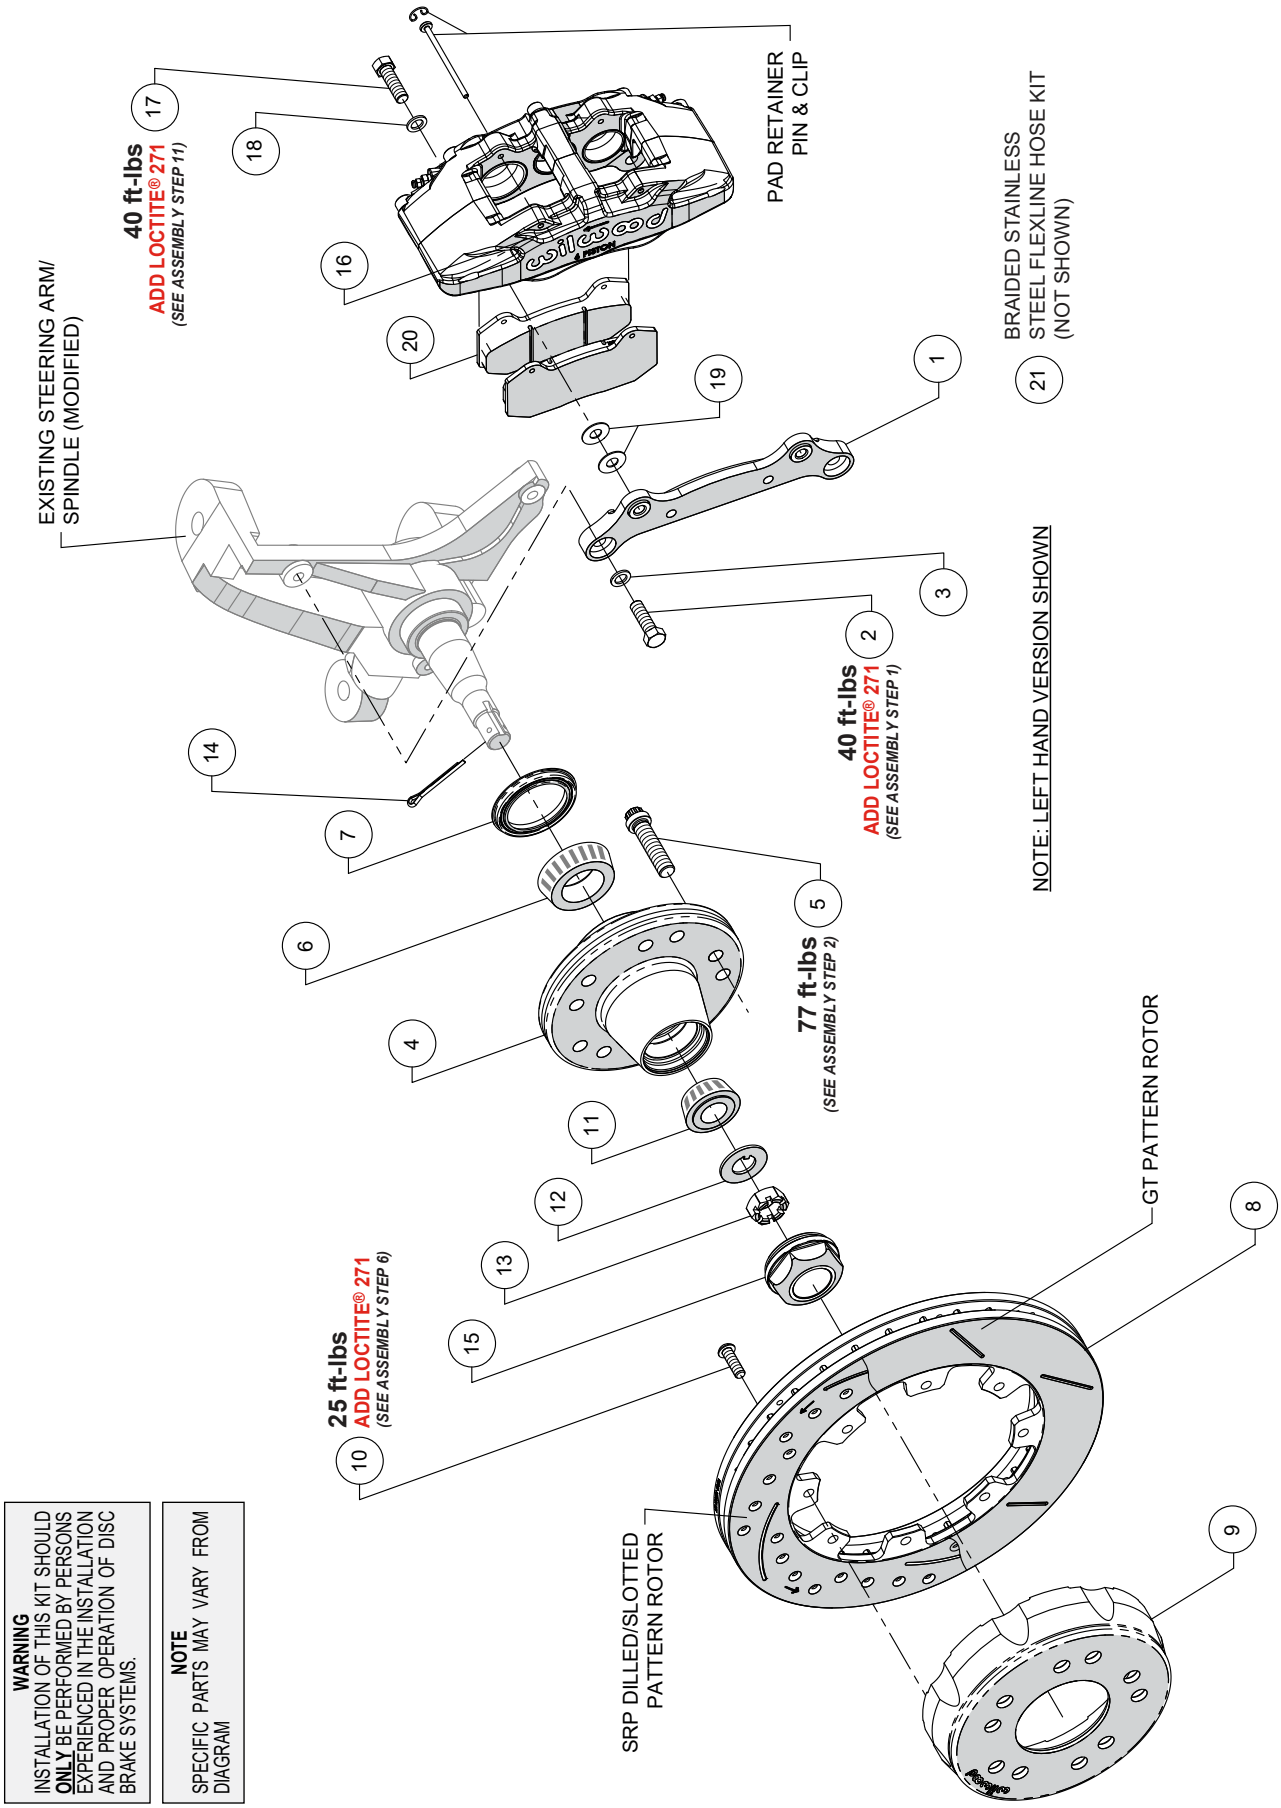

Figure 1. Typical Installation Configuration
These modifications should be performed by a qualified machinist. Refer to Figure 1 as necessary (numbers in parenthesis refer to the parts list on page four). Only one view of the steering arm/ spindle is shown, but the modifications need to be performed on both steering arm/spindles.
NOTE: *Numbers in parenthesis refer to the parts list on the preceding page and Figure 1.*
STEP 1 Orient the caliper mounting flat bracket (1) as shown in Figure 1 and install using bolts (2) and washers (3), Photo 1. ***NOTE:*** *The bracket must fit squarely against the mount bosses on the upright.* Inspect for interference from casting irregularities, machining ridges, burrs, etc. After the bracket fitment has been checked, remove the bracket mounting bolts (2) one at a time, apply red *Loctite*® 271 to the threads and torque to value shown in Figure 1.
STEP 2 Install five new wheel studs (5) into the hub (4), Figure 1, Photo 2 and torque to value shown in Figure 1. ***NOTE:*** *There are two five lug patterns in the hub (5 x 4.75 and 5 x 5.00).* Make sure of the correct hole pattern for the correct wheel application before installing studs into hub.
STEP 3 Pack the large inner bearing cone (6) Photo 3, with high temperature disc brake bearing grease (available from your local auto parts store) and install into the backside of the hub (4).
STEP 4 Install the grease seal (7) by pressing into the backside of the hub (4), Photo 4.
STEP 5 Pack the small outer bearing cone (11) with high temperature disc brake bearing grease and install into front side of the hub (4). Slide the hub assembly onto the spindle. Secure using spindle washer (12) and spindle nut (13), Photo 5. Adjust bearings per OEM specifications. Install cotter pin (14).
STEP 6 Install dust cap (15) into the hub (4), Figure 1 and Photo 6. Friction created by the o-ring on the dust cap, keeps it from unscrewing.
STEP 7 Orient the rotor (8) and the hat (9) as shown in Figure 1 and Photo 7. Attach rotor to hat using bolts (10). Apply red *Loctite*® 271 to the bolt threads and torque to value shown in Figure 1 using a criss-cross pattern.
STEP 9 ***NOTE:*** *This kit contains distinct right and left hand calipers that must be mounted in a specific direction, as described below.* Mount the caliper (16) onto the caliper mounting bracket (1) using bolts (17) and washers (18), as shown in Figure 1. Initially place two .035" thick shims (19) on each bolt between the caliper and the bracket, Photo 9. Ensure that the caliper is mounted so that the largest pistons are at the rotor exit end of the caliper, in relation to the direction of forward rotor rotation. Temporarily tighten the mounting bolts (17) and view the rotor (8) through the top opening of the caliper. The rotor should be centered in the caliper, Photo 10. If not, adjust by adding or subtracting shims (19) between the bracket and the caliper. Always use the same amount of shims
STEP 10 Remove the two pad retaining pins from the caliper, Figure 1, by carefully popping out the pin retaining clips and sliding out the pad retainer pins. Insert the brake pads (20) into the caliper from the bottom, Figure 1 and Photo 11, with the friction material facing the rotor. Secure the brake pads in place with the pad retaining pins and clips, Photo 12.
STEP 11 Reinstall the caliper onto the caliper mounting bracket. Apply red *Loctite*® 271 to bolt threads (17), and torque to value shown in Figure 1.
STEP 13 Attach supplied brake line to caliper. ***NOTE****: OEM rubber brake hoses generally cannot be adapted to Wilwood calipers.* Install Wilwood's stainless steel braided flexline hose kit (21), P/N 220-10509 included with this kit. The caliper inlet fitting is a 1/8-27 NPT. Use the included steel adapter fitting at the caliper (use PTFE tape on the pipe threads of adapter fitting for proper sealing to caliper). **Ensure hoses are routed to prevent contact with moving suspension, brake or wheel components.**